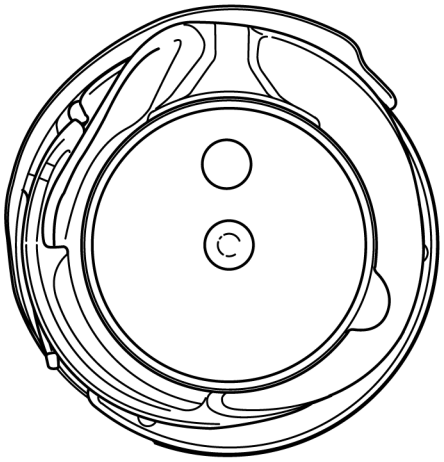

Рис. 70
- Выньте нижнюю часть шпульного колпачка со скобой челнока (рис. 70).